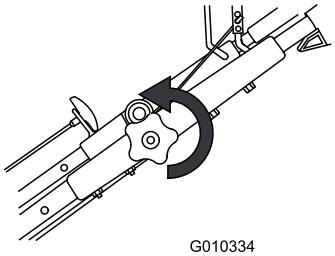

Figur 18
1. Løsn den øverste håndtagsknap (Figur 18).